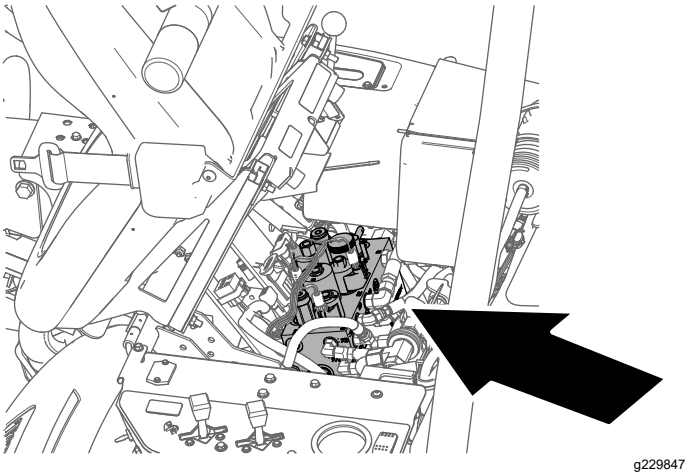

**Figuur 54**
2. Kantel de bestuurdersstoel naar voren en ondersteun hem met de steunstang (Figuur 54).